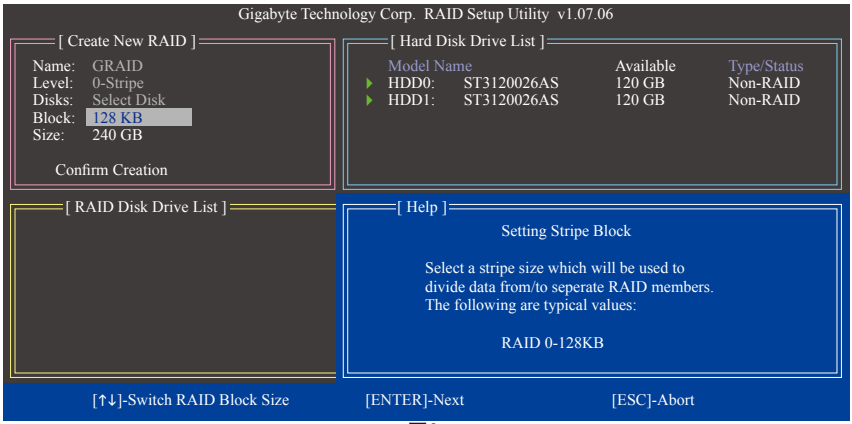

图6
4. 设定磁盘窗口大小(Block)：若选择制作RAID 0，需指定磁盘窗口大小。以<↑>或<↓>键选择需要的磁盘窗口大小(图6)，可调整大小从4 KB至128 KB。完成后请按<Enter>键。